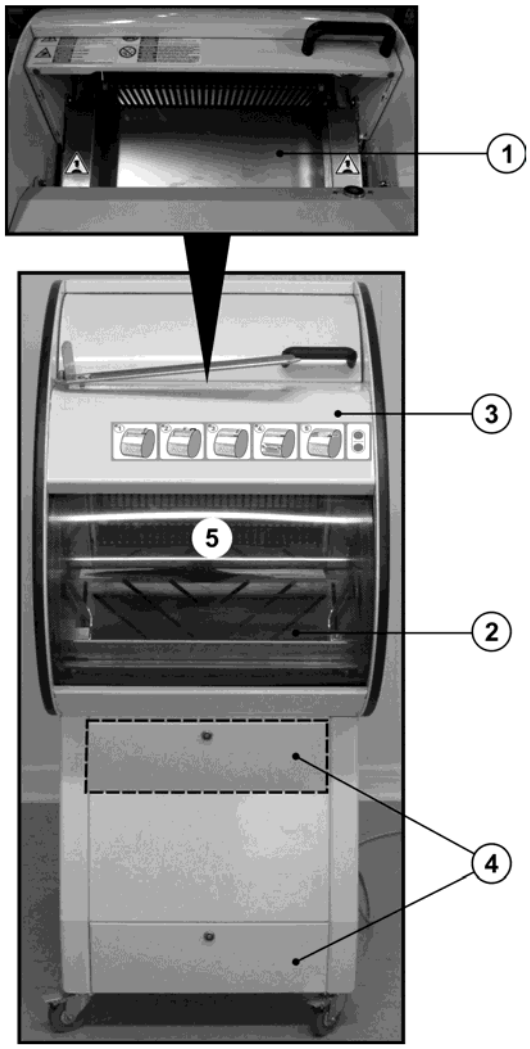

Figura 17
2. **Ripari fissi.** Sono tutte quelle protezioni in acciaio che sono fissate alla macchina e per la cui rimozione occorre almeno un attrezzo. Con riferimento alla Figura 17 si tratta sostanzialmente dei seguenti elementi già descritti in precedenza nel presente manuale:
Con la macchina in condizione di stand-by, il coperchio di carico aperto permette l'accesso alla parte inferiore delle lame che risultano accessibili, rif.1Figura 17, **in caso di forzatura dello spingi pane** vincendo la forza delle molle di tensione.